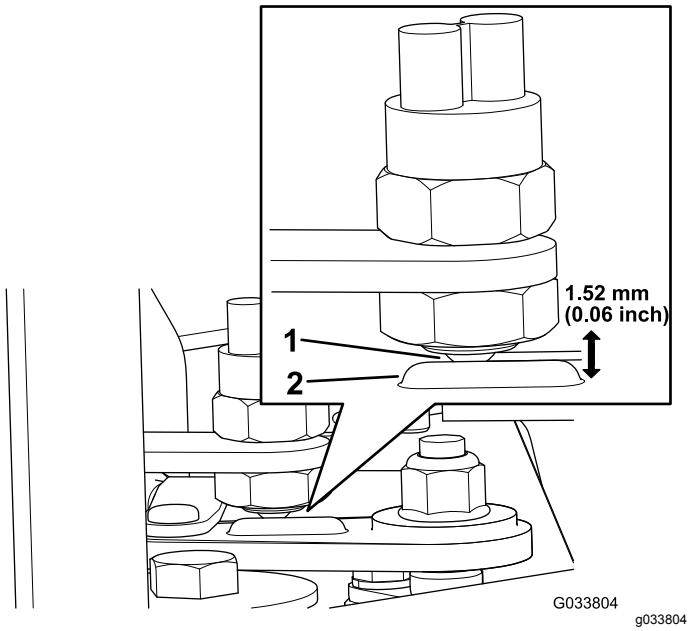

Figur 5
2. Sørg for, at kuglekontakten sidder foran mærket på gearskiftehåndtaget (Figur 5).
3. Juster dybden af kuglekontakten, så der er en afstand på 1,52 mm mellem mærket på gearskiftehåndtaget og forsiden af kuglekontakten (Figur 5).